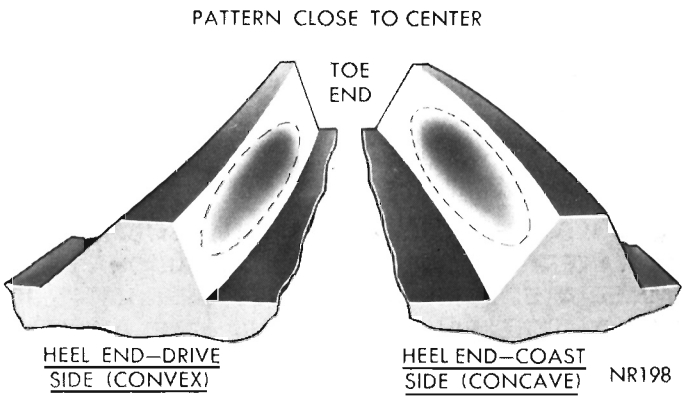

Fig. 25—Desired Tooth Contact Pattern Under Light Load
(10) Tighten spreader tool nut sufficiently to obtain .012″ to .015″ movement of dial indicator to permit installation of differential case assembly. Do not spread over .020 inch.
(11) Remove dial indicator.
(12) Holding differential assembly with bearing cups on respective bearing and selected preload spacers, carefully install differential and ring gear assembly into axle housing.
(13) Loosen spreader tool nut and remove spreader.
(14) Install differential bearing caps on respective sides and alternate tightening bolts to 40 foot-pounds.
(15) Install dial indicator to axle housing with indicator parallel to drive gear. With pointer of indicator contacting the drive side of ring gear tooth, measure drive gear backlash. At least four readings should be taken on teeth approximately 90° apart to find the point of least backlash, and mark the tooth.
(16) At point of minimum backlash, dial indicator should read .004 to .007 inch. If reading is not within this tolerance, it will be necessary to refer to chart and Install Differential Spacers an re-check backlash to bring within proper specifications.
(17) Apply a thin film of red or white lead on both the drive and coast side of the drive gear teeth. Rotate drive gear one complete revolution in both directions while prying with a round bar or screwdriver between the casting and differential case flange. This action creates a load and produces a distinct tooth contact pattern on the drive gear teeth.
(18) Observe the contact pattern on the drive gear teeth and compare with those in (Fig. 25) to determine if pattern is properly located. If pinion depth of mesh and gear backlash are correct, the heaviest most distinct part of contact pattern should be centered on both drive and coast sides of the drive gear teeth.